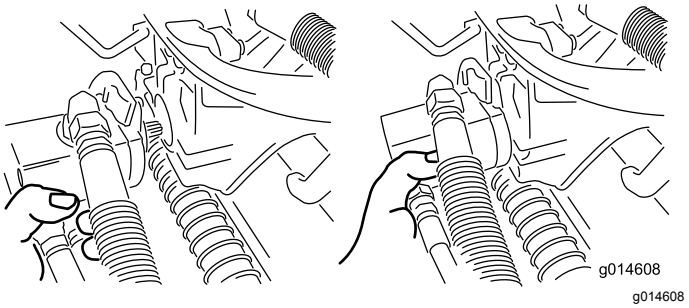

Figur 48
3. Flyt motoren hen i opbevaringspositionen foran på affjedringsarmen (Figur 48).